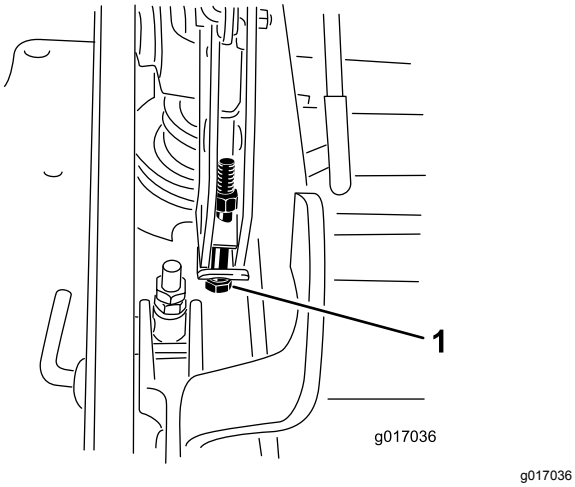

Figur 99
12. Om däcket är för lågt drar du åt enkelpunktjusteringsskruven genom att vrida den medurs. Om däcket är för högt lossar du på enkelpunktjusteringsskruven genom att vrida den moturs (Figur 99).